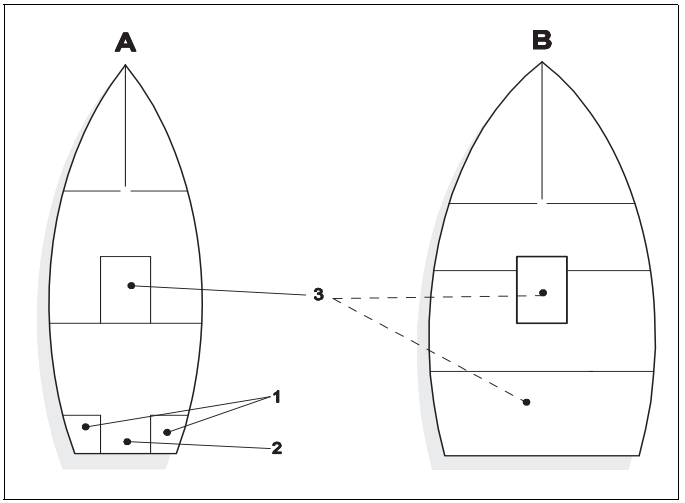

Afb. 2 *Inbouw van verwarmingsapparaat in bakskist (1), technische ruimte (2) of motorkamer (3)*
▶ Aanbevolen inbouwlocatie (zie Afb. 2):